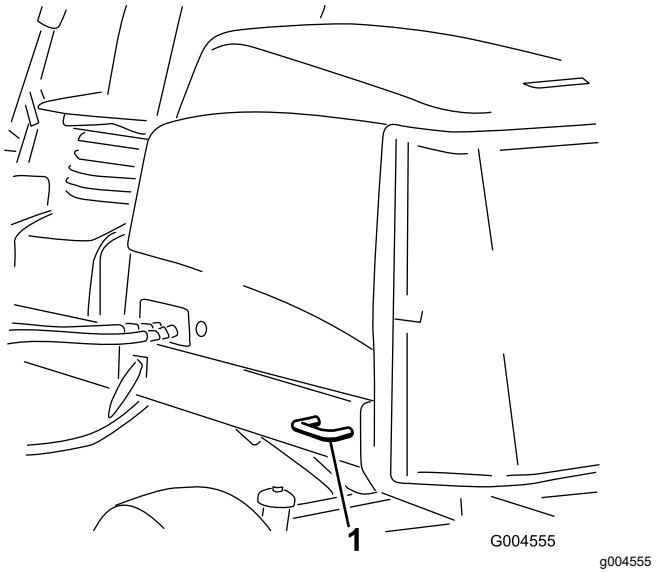

Figuur 70
- Achter – Beide zijden van het achterframe van de machine (Figuur 70)